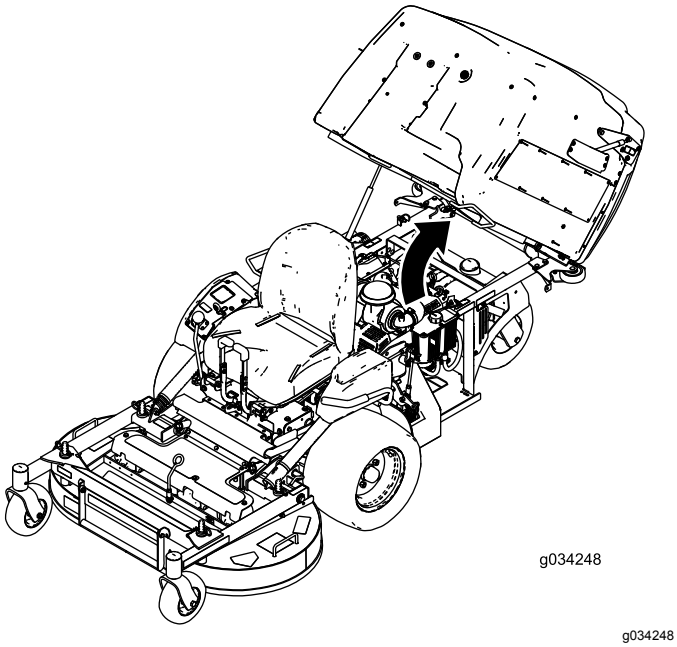

Figuur 30
2. Zet de hopper omhoog (Figuur 30).